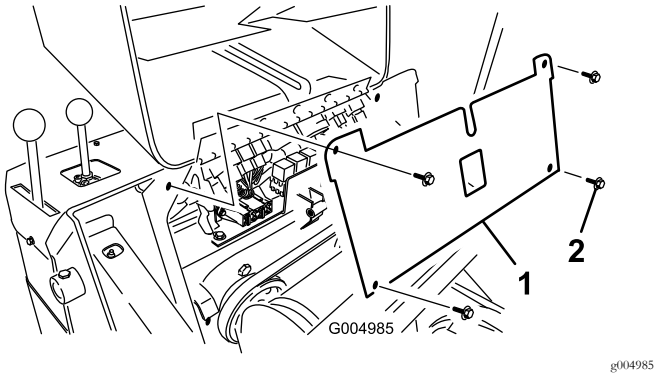

Rysunek 45
4. Odkręć 4 śruby mocujące pokrywę bezpieczników, a następnie pociągnij pokrywę do góry, aby ją zdjąć (Rysunek 45).